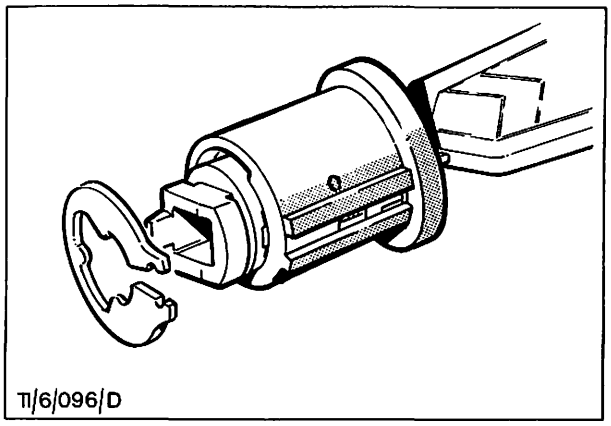

Abb. 80 Klemmring befestigen
11. Schlüssel in Stellung „1" drehen und Klemmring befestigen. Die offenen „Backen" des Klemmrings müssen mit dem Keilnutenregister am Zylinder fluchten, Abb. 80.